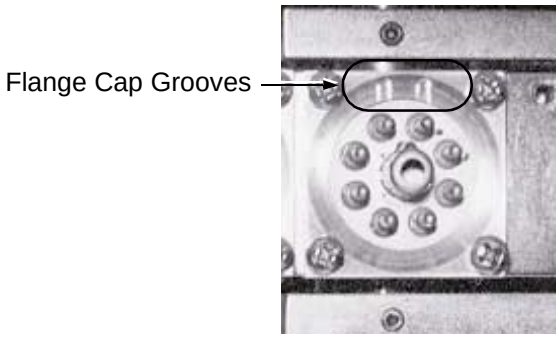

Figure 5-49 Flange Cap Grooves Aligned with Ion Source Legs
6. Replace the ion source flange cap so that the grooves in the depression of the flange cap line up with the legs on either side of the center post (Figure 5-49).